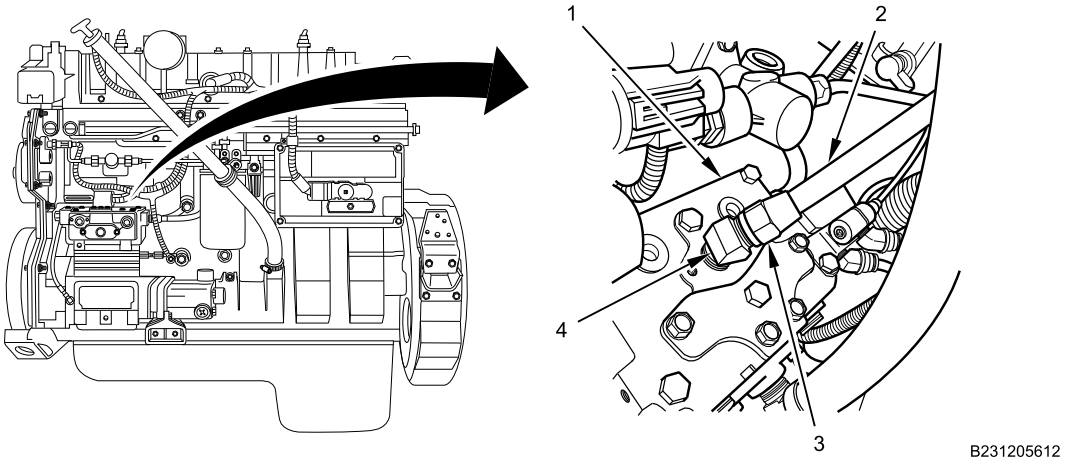

Figure 10. Air Compressor Connection.
1. Apply thread sealant tape to threads of angle fitting (Figure 10, Item 4).
2. Install angle fitting (Figure 10, Item 4) on air compressor (Figure 10, Item 1) and tighten securely.
3. Position air compressor delivery air line pipe (Figure 10, Item 2) in vehicle, and loosely install compression nut (Figure 10, Item 3) on angle fitting (Figure 10, Item 4).